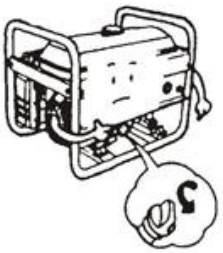

Рис. 9
3.1.1 Відкрутить ковпачок масляного патрубку та почистіть масляний щуп чистою серветкою (Рис. 9).